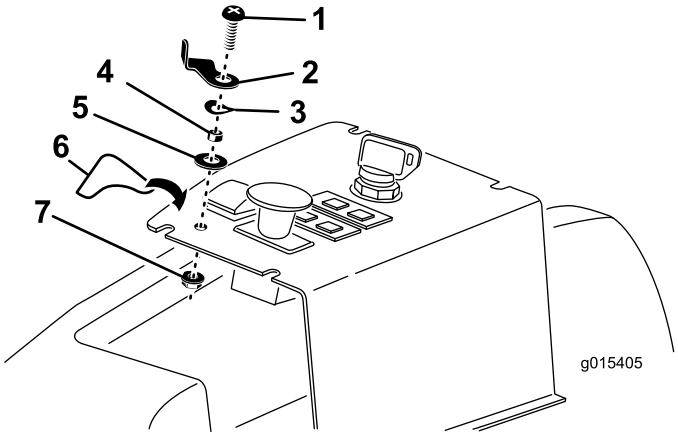

Figur 13
3. Trä på LÅSSPAKEN, distansbrickan, vågbrickan och planbrickan på skruven med koniskt huvud (1/4 x 1 tum) i enlighet med Figur 13.
4. För in den ihopsatta skruven med LÅSSPAKEN i kontrollpanelens hål och fäst den med en låsmutter. Placera LÅSSPAKEN i enlighet med Figur 13.
5. Fäst LÅSSPAKENS dekal på kontrollpanelen i enlighet med Figur 13.